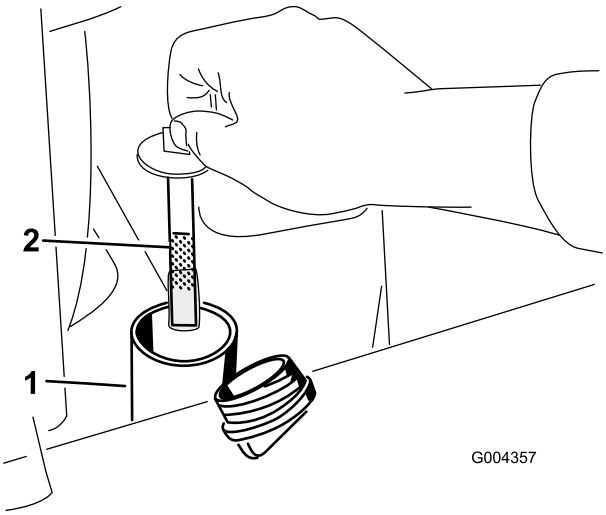

Figuur 18
6. Verwijder de dop van de vulbuis en controleer het vloeistofpeil op de peilstok (Figuur 18).